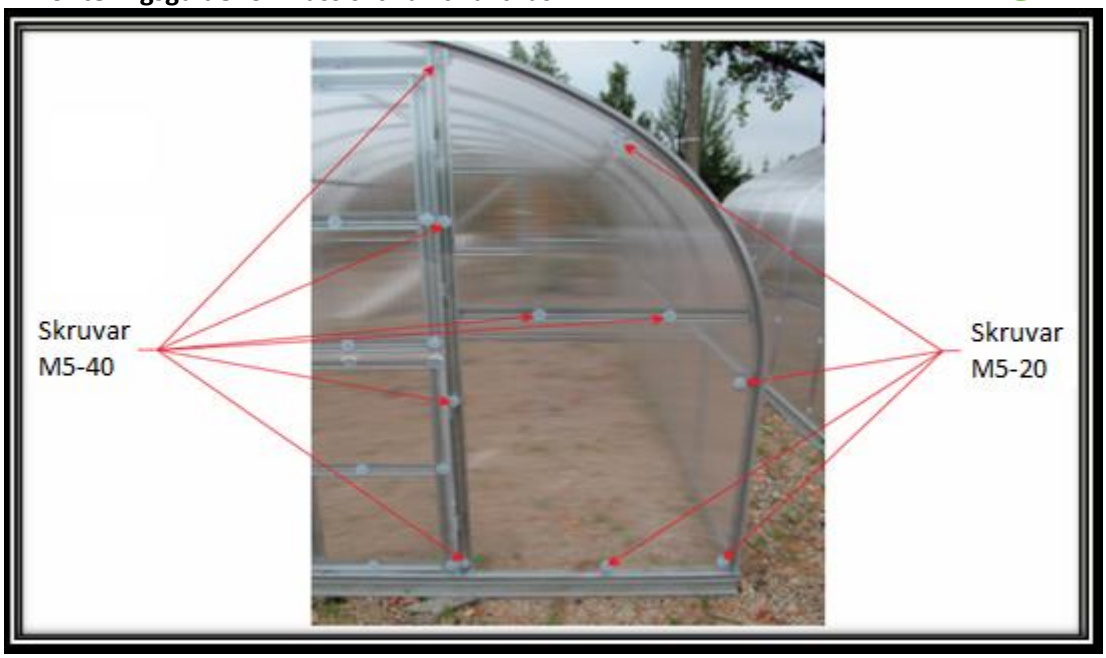

Bild 16
14. Efter att ha monterat ihop växthusets ramverk skär du till polykarbonaten utifrån de angivna måtten och fäster den vid ramverket. Fäst polykarbonatskivorna (Tabell för att skära polykarbonaten – 1; 2; 3; 4) – fäst sidodelarna till polykarbonaten och de vinklade plattorna för att fästa polykarbonaten och karmen (22, 23) samt plattorna för att fästa polykarbonaten (24) med skruvar M5-12 (16) och muttrar M5 (19) samt glidpackningar (20). Fäst den även vid dörr- och fönsterkarmarna samt tvärstänger (Nr. 8 Nr. 10) och sidofästena vid den främre och bakre delen (Nr. 9) med skruvar M512 (16) och muttrar M5 (19) samt glidpackningar (20) (Bild 16).